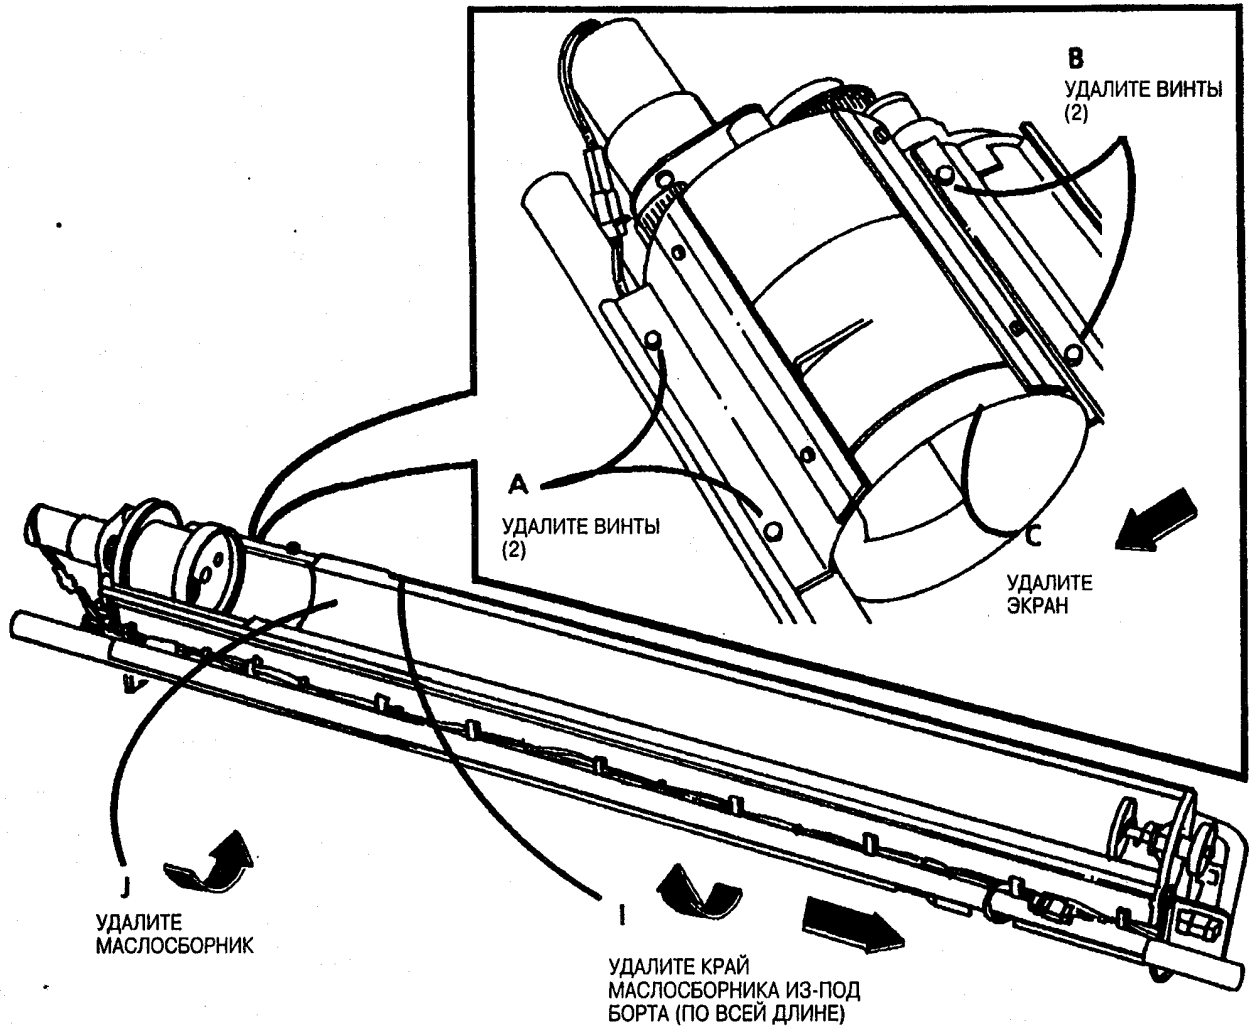

Рис. 7. Удалите маслосборник из-под катриджа тонера.
5. (Рис. 7): Удалите маслосборник из-под катриджа тонера.